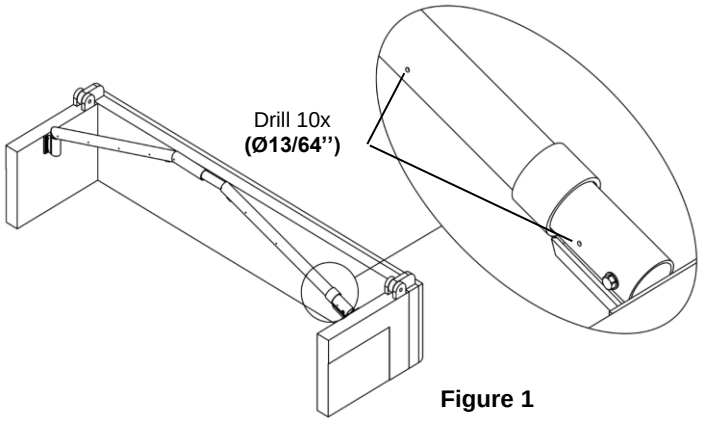

Figure 1
1. **Figure 1.** Drill **(Ø13/64'')** 10 holes on the interior side of the rear cross-bow.